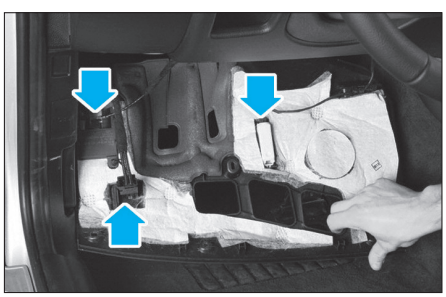

Fig. 23
• Abaisser la garniture de pédalier pour débrancher tous les connecteurs visibles puis la déposer **(Fig.23)**.